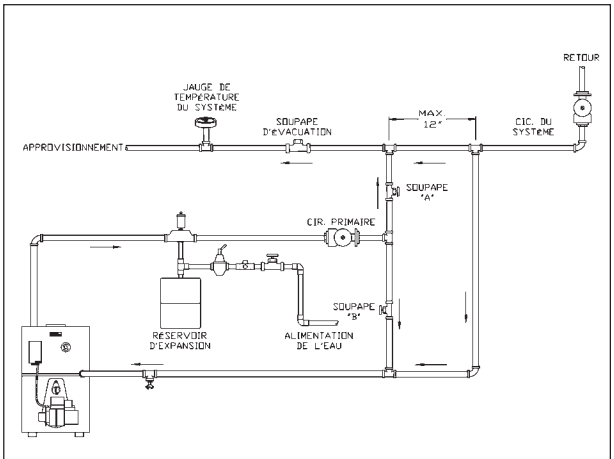

FIGURE 8
C. Cette méthode sert à protéger les chaudières de la condensation qui peut se former et par le fait même protéger le système de chauffage de la température élevée de l'eau. Voir la figure 8, ci-dessous.